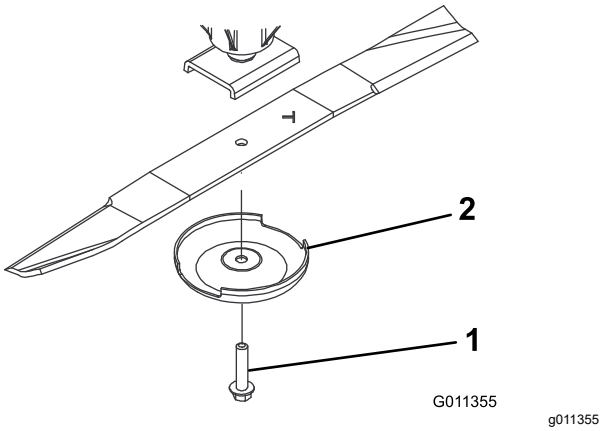

Figur 73
3. Ta bort knivskruven, antiskalpbehållaren och kniven från spindelaxeln (Figur 73).